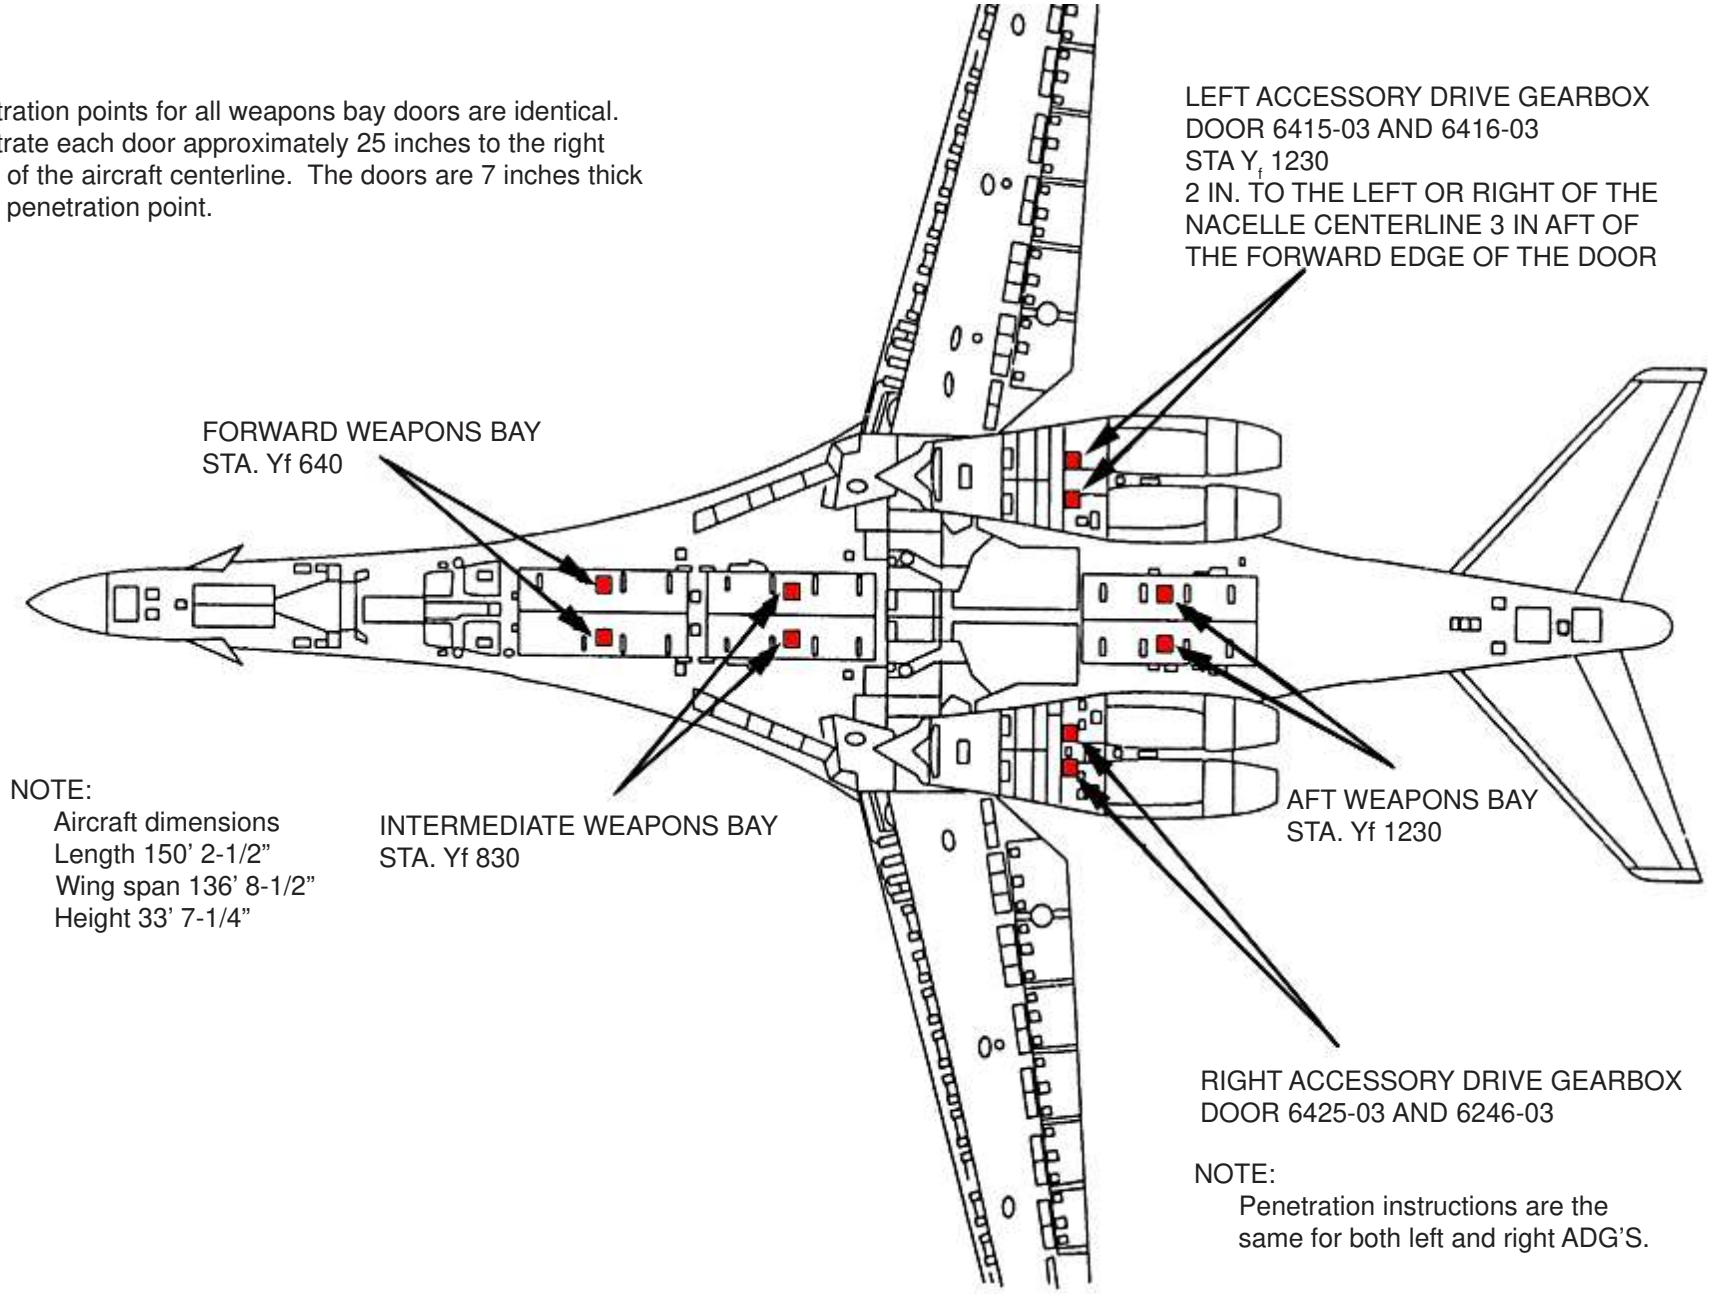

FIGURE 6. Example of skin penetration points.
3.1.12 Skin penetration points. Illustrations and information for skin penetration points and their dimensions for all potential fire areas. A broken line illustrates each area for skin penetration (see Figure 6).